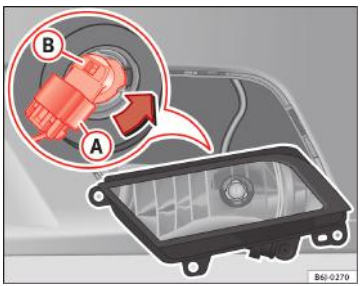

Fig. 160 Proiectoarele de ceață
– Scoateți conectorul ⇒ fig. 160 Ⓐ de la bec.
– Rotiți soclul lămpii ⇒ fig. 160 Ⓐ în sens antiorar şi trageți-l în afară. ▶